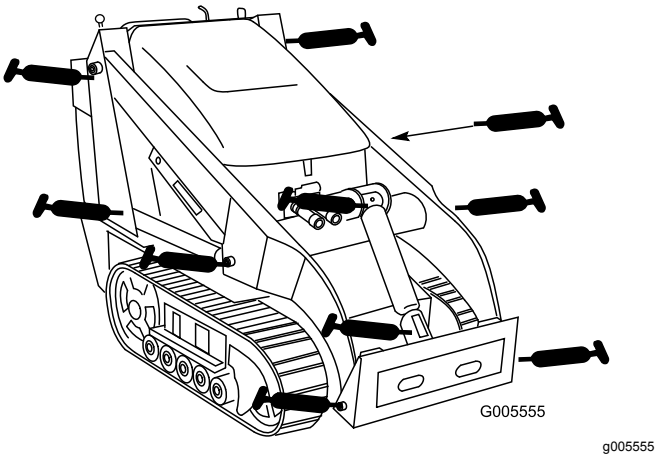
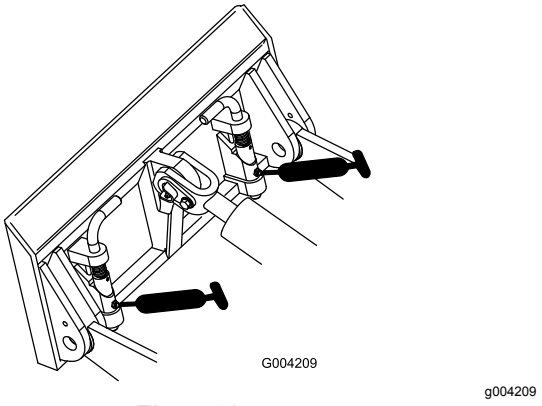

Figur 30
Figur 31
4. Sätt en fettspruta på varje nippel (Figur 30 och Figur 31).